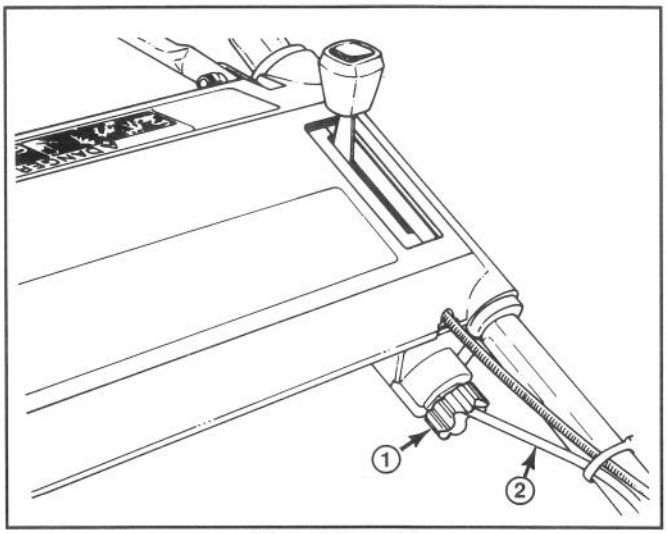

Afbeelding 20
2. Draai de regelingsknop (Afb. 20) een halve slag naar rechts om de aandrijfriem aan te spannen of een halve slag naar links om de riem te ontspannen. Houd de bedieningskabel vast zodat deze niet meedraait.